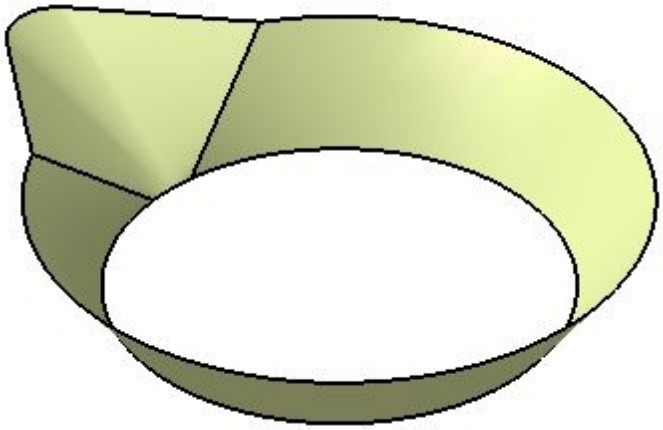

Figure 10-60 *The resulting multi-sections surface*
8. Choose the **OK** button from the **Multi-Sections Surface Definition** dialog box to complete the creation of the multi-sections surface. Figure 10-60 shows the resulting multi-sections surface.